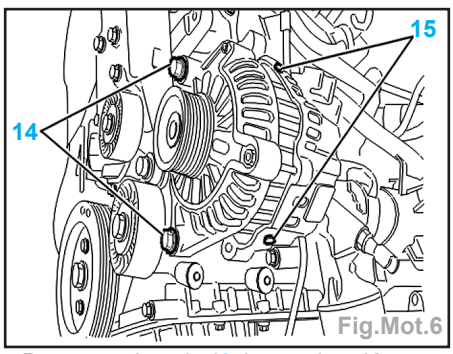

Fig.Mot.6
- les 2 vis de fixation (14) (Fig.Mot.6),